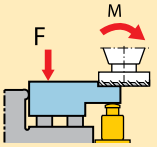

Figure 5c
Figure 5c: Shows how to locate a workpiece correctly. To avoid tilting the workpiece, the torque “M” transferred from the workpiece (5) to the body to be machined (6) must be balanced by an appropriate counter-torque. This counter-torque is created by the clamping force “F.”